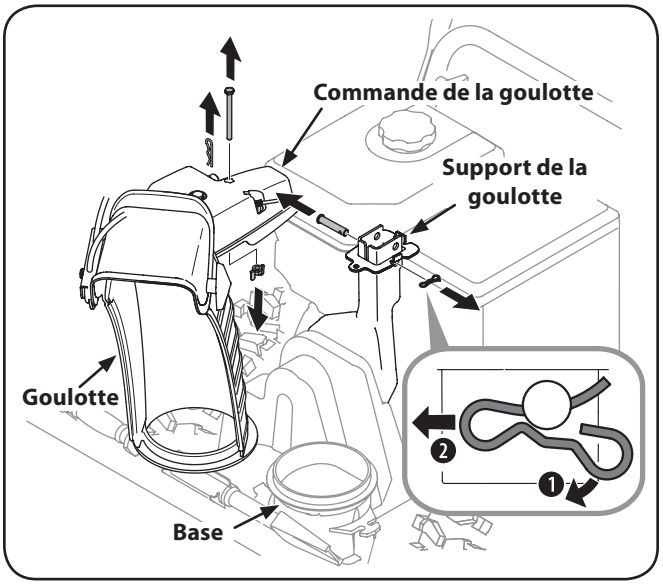

Fig. 3-3
8. Fixez l'ensemble de rotation de la goulotte au support de la goulotte avec l'écrou à oreilles, l'axe de chape et la goupille fendue enlevée précédemment, étape 1. Voir la Fig. 3-3.
1. Retirez la goupille fendue, l'écrou à oreilles et la vis hex. qui se trouvent sur la commande de la goulotte ainsi que la goupille fendue et l'axe de chape sur le support de la goulotte. Voir la Fig. 3-3.